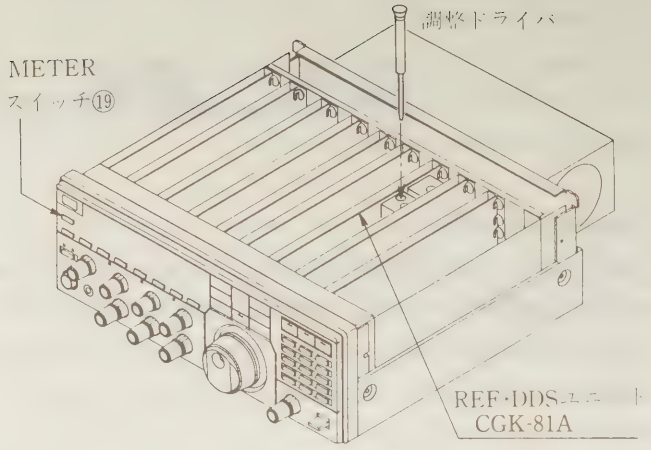

図7.6
(1)　7.3項「カバーの外し方」に従って上カバーを外してください。
(2)　この時にスピーカケーブル先端のコネクタは外さないでください（外す場合はリアパネルのSPジャック㊷に外部スピーカーを接続してください）。
(3)　POWERスイッチ①をONにしてモードをCWに設定し標準電波（JJY，WWVなど）を受信します。この時の周波数は10Hz桁まで標準電波の周波数に合わせてください。
(4)　次にMETERスイッチ⑲を押しながら図7.6のようにREF・DDSユニットCGK 81Aのシールド部調整穴内部のトリマーをゼロビートになるように調整してください。
(5)　以上で基準発振周波数調整が完了しますのでPOWERスイッチ①をOFFにして上カバーを取付けてください。